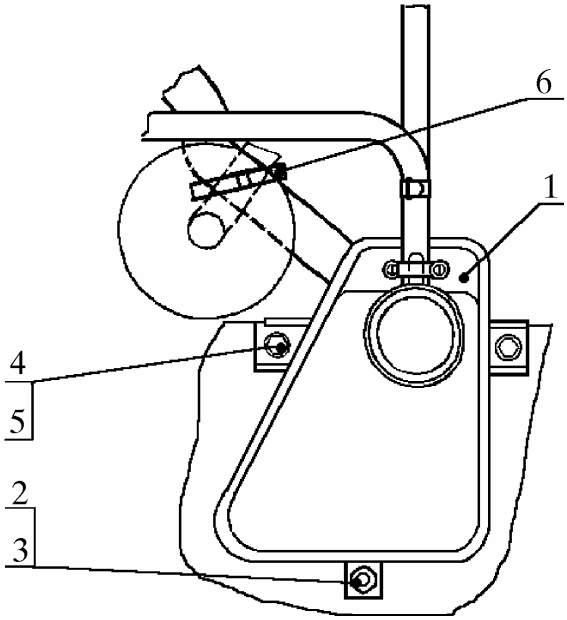

Рис. 45. Снятие бачка расширительного:
5.21.2.1. Снять расширительный бачок 1 (рис. 45), отвинтив гайку 2 с шайбой 3 и два болта 4 с шайбами 5 его крепления, поясок 6. Снять пробку бачка